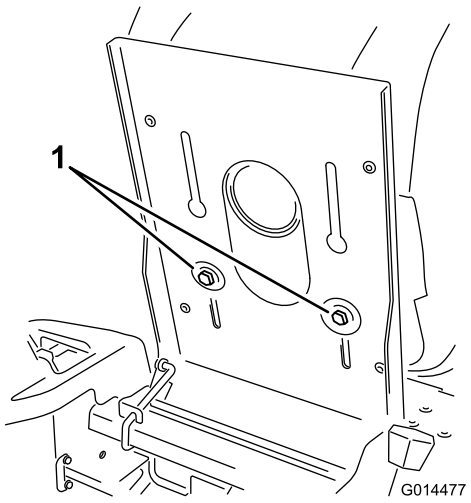

Figuur 24
1. Zet de stoel omhoog en draai de stelbouten net zover los dat u de stoel kunt bewegen (Figuur 24).